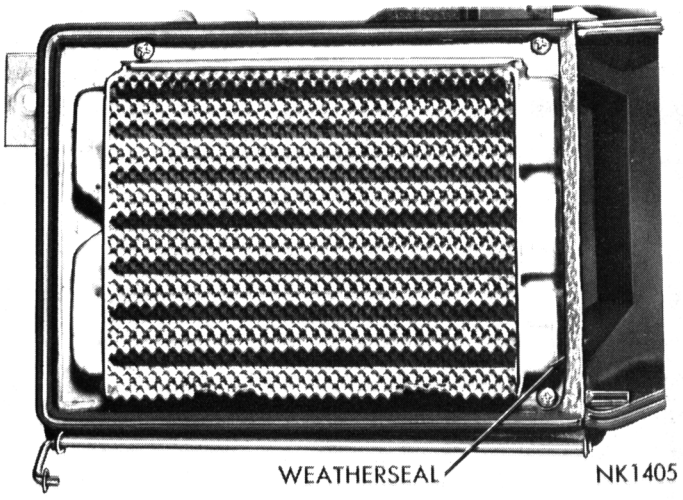

Fig. 88—Weatherseal Positioned
(1) Place a small bead of sealer in heater housing flange.
(2) Install heater core in the heater housing and secure the four attaching screws.
(3) Cement the weatherseal on the inner lip of heater core flange (Fig. 88).
(4) Place a small bead of sealer on heater housing cover.
(5) Position both housing halves together and install the eleven retainer spring clips. Remove any excess sealer.
(6) Cement fresh air inlet seal into position.
(7) Install operating link between bellcrank and recirculating door. Adjust if necessary. With recirculating door closed, fresh air door should be fully open.
(8) Install fresh air recirculating actuator.